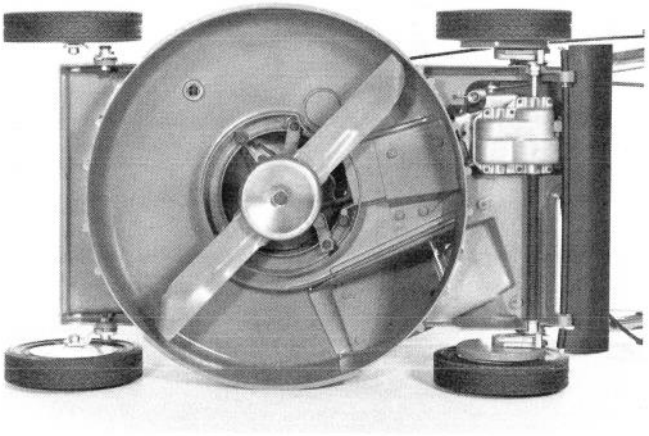

Figure 29
2. Tip mower on its right side (Fig. 29).